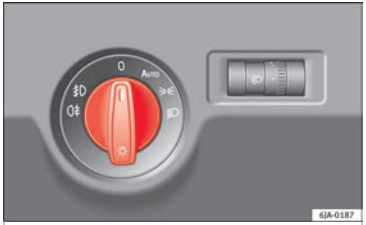

Fig. 129 Instrument panel: light control.
The location of the controls of **right-hand drive** cars differs slightly from the location shown here ››› Fig. 129 ››› page 117. However, the symbols indicating the respective positions of the controls remain the same.
– Turn the light switch »» **Fig. 129** to position .
– Turn the light switch »» **Fig. 129** to position 0.
Daytime running lights are signalling devices for improving road safety. The lights are built into the headlights and come on each time the ignition is turned on if the light switch is in position **0** or **AUTO** ››› **Fig. 129**. It is automatically switched off when the side lights are turned on.
If the light switch is in this position AUTO ››› Fig. 129, the side lights, headlights and the number plate lights will turn on or off automatically.